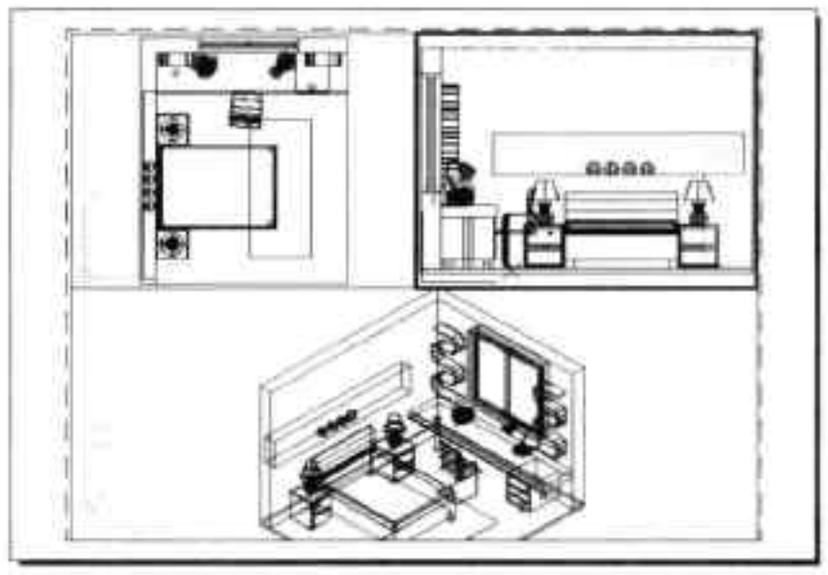

图10-42 左视图显示
Step 04 选择其他所需更换的视口，再次执行“视图”命令，选择其他视图角度，完成剩余视口视角的更换，如图 10-42 所示。